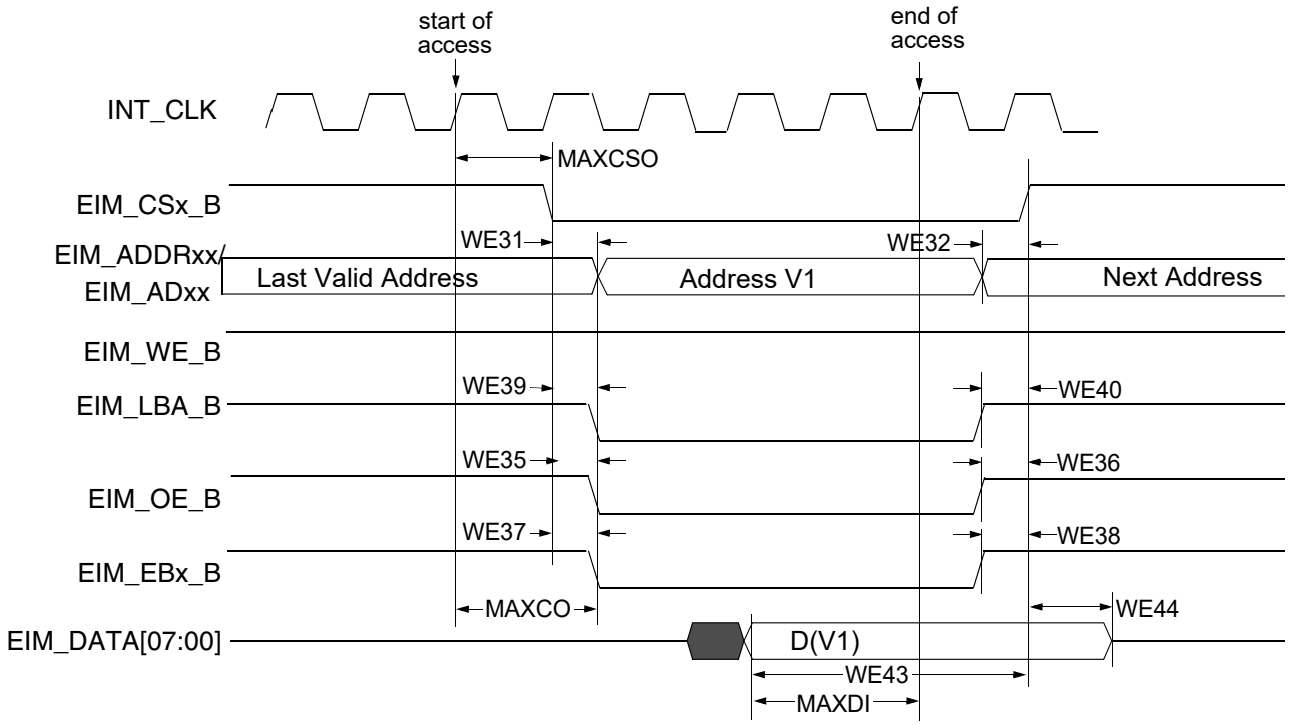
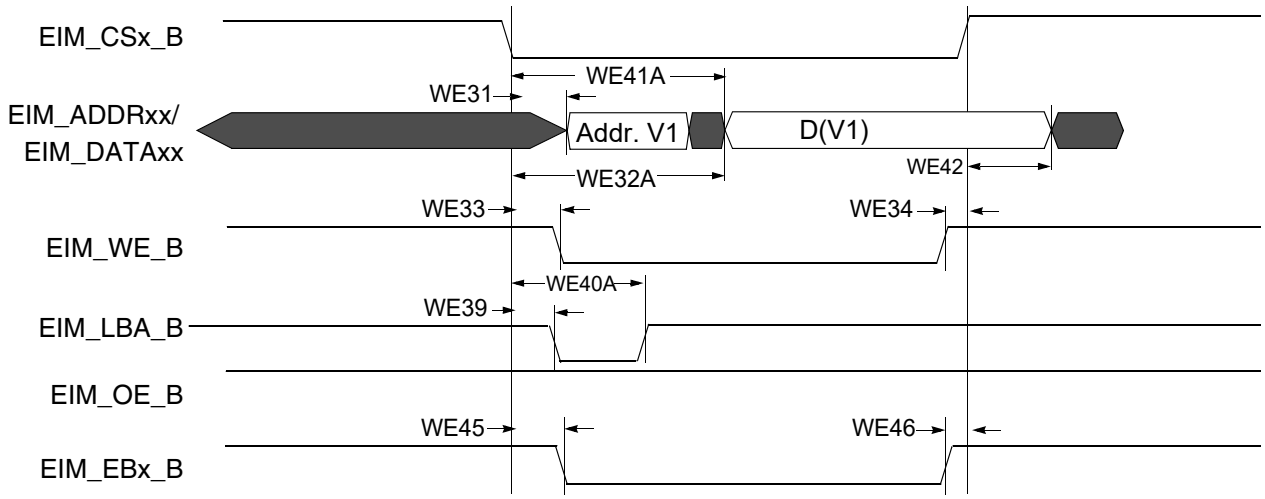
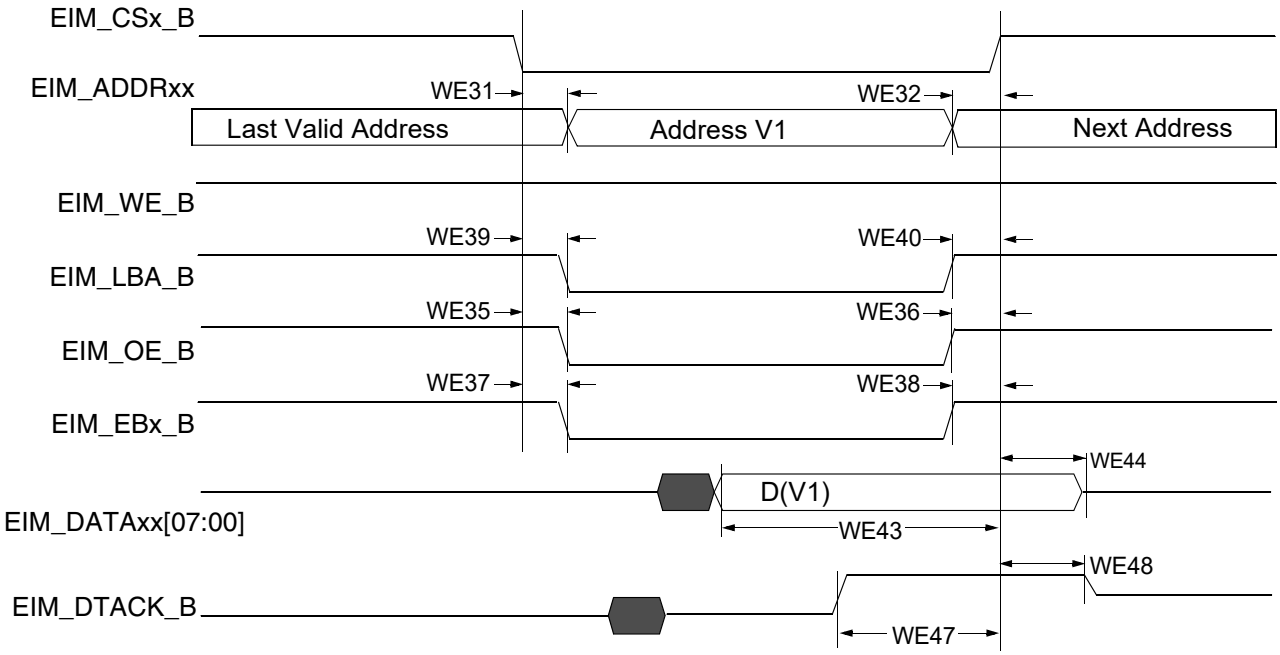

**Figure 16. Asynchronous Memory Read Access (RWSC = 5)**
**Figure 19. Asynchronous A/D Muxed Write Access**
**Figure 20. DTACK Mode Read Access (DAP=0)**
Figure 16 through Figure 20 and Table 38 provide timing parameters relative to the chip select (CS) state for asynchronous and DTACK EIM accesses with corresponding EIM bit fields and the timing parameters mentioned above.
Asynchronous read and write access length in cycles may vary from what is shown in Figure 16 through Figure 19 as RWSC, OEN & CSN is configured differently. See the i.MX 6Dual/6Quad reference manual (IMX6DQRM) for the EIM programming model.